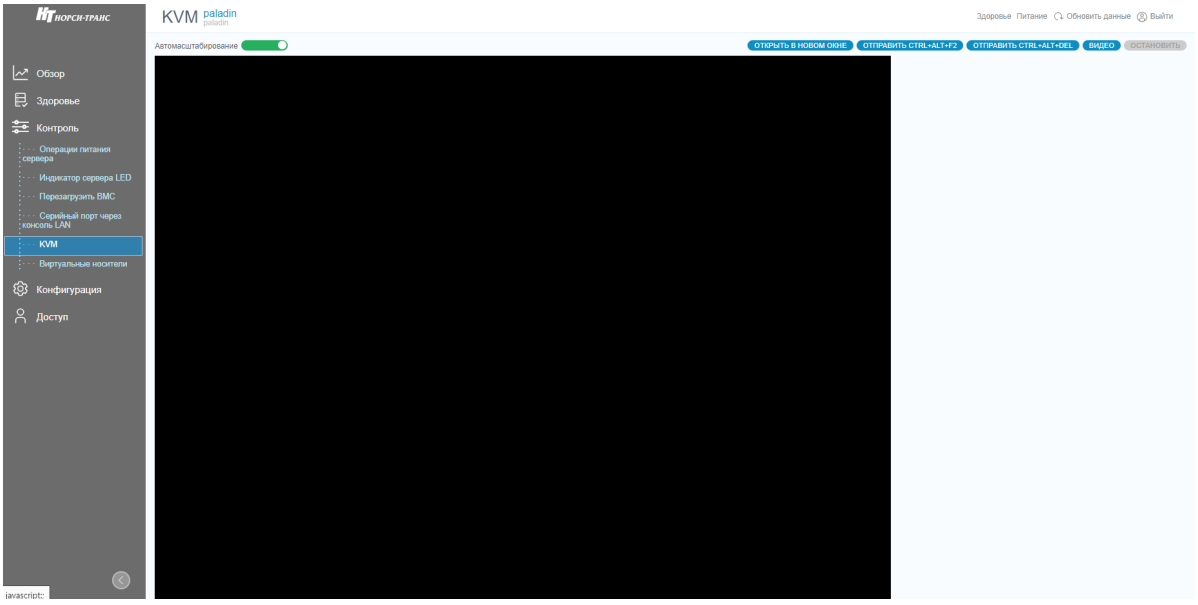

Рис. 72. Окно «KVM»
6) Пройдите во вкладку «Контроль» → «KVM» в данной вкладке осуществляется удаленное управление BIOS. Окно показано на рис. 72 Окно «KVM».